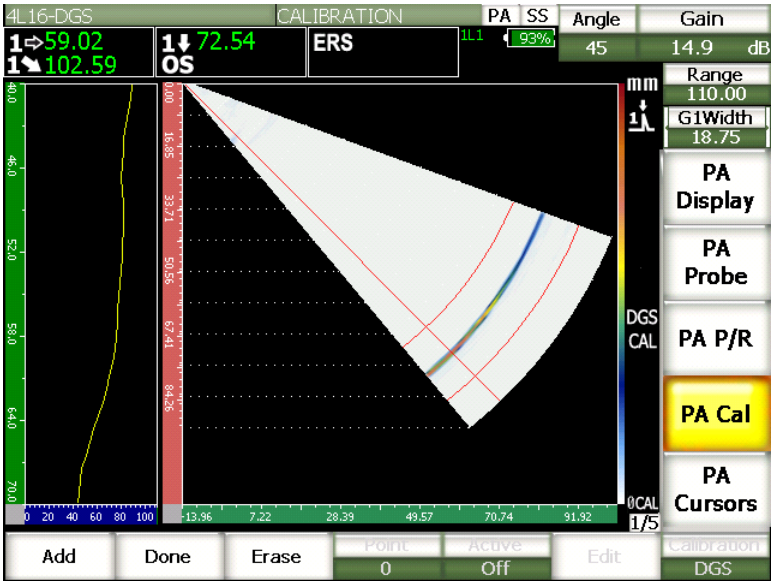

Figure 18-14 Capturing the DGS reference reflector
4. Move the probe forward and backward over the side-drilled hole to acquire uncalibrated peak amplitude measurement data across all focal laws (see Figure 18-14 on page 442).